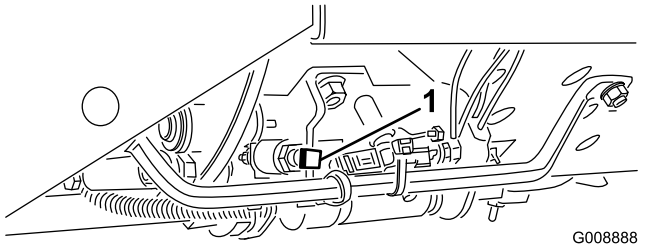

**Figur 31**
**Viktig: Klippehastighet er stilt inn på 9,7 km/t på fabrikken. Denne kan gjøres høyere eller lavere ved å justere stoppskruen for hastighet (Figur 31).**